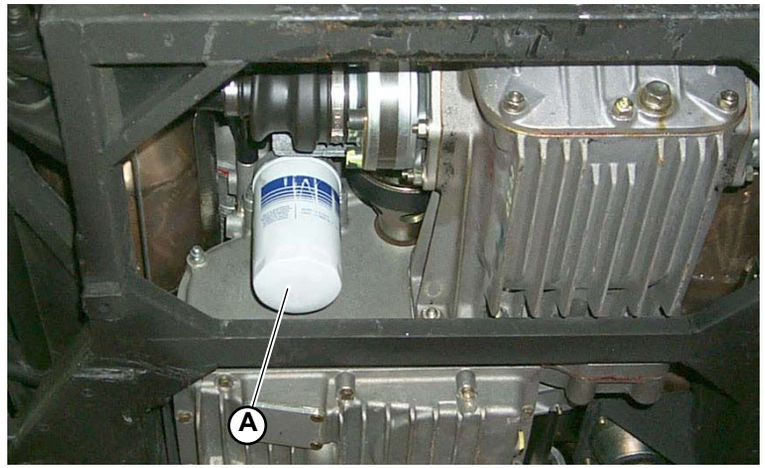

Fig.1
- Loosen the consumed oil filter (**A-Fig.1**) using the special tool **(000200)** that releases it.